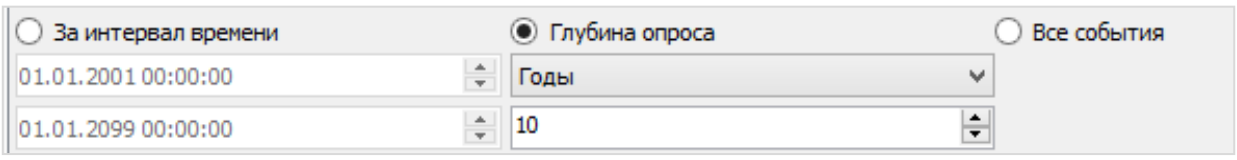

Рисунок 229
Данные «Журналов событий» доступны в ТПО AdminTools (рисунок229).
- все события (см. рисунок 229).